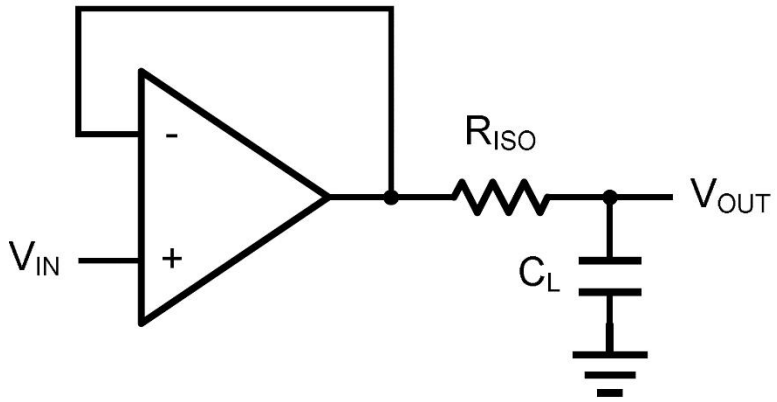
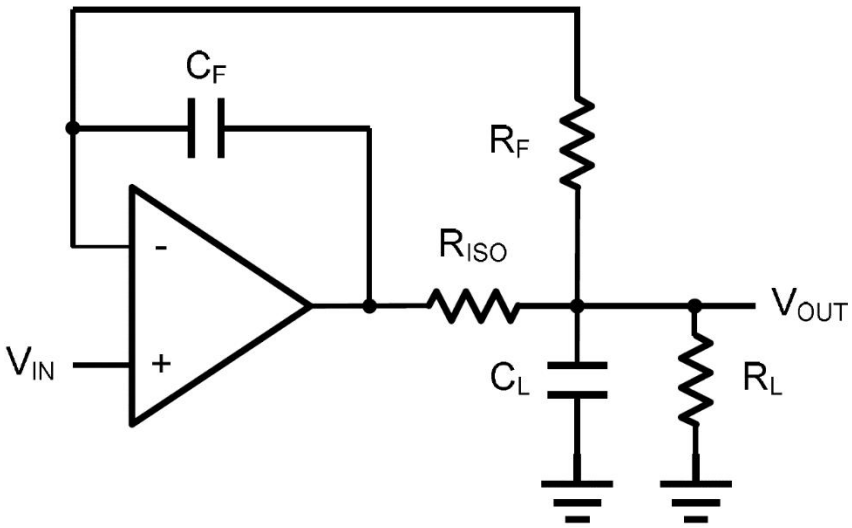

Figure 2. Indirectly Driving a Capacitive Load Using Isolation Resistor
Figure 3. Indirectly Driving a Capacitive Load with DC Accuracy
The CBMLM358 family is optimized for bandwidth and speed, not for driving capacitive loads. Output capacitance will create a pole in the amplifier's feedback path, leading to excessive peaking and potential oscillation. If dealing with load capacitance is a requirement of the application, the two strategies to consider are (1) using a small resistor in series with the amplifier's output and the load capacitance and (2) reducing the bandwidth of the amplifier's feedback loop by increasing the overall noise gain. Figure 2. shows a unity gain follower using the series resistor strategy. The resistor isolates the output from the capacitance and, more importantly, creates a zero in the feedback path that compensates for the pole created by the output capacitance.
The circuit in Figure 3 is an improvement to the one in Figure 2. R_F provides the DC accuracy by feed-forward the V_{IN} to R_L. C_F and R_{ISO} serve to counteract the loss of phase margin by feeding the high frequency component of the output signal back to the amplifier' s inverting input, thereby preserving the phase margin in the overall feedback loop. Capacitive drive can be increased by increasing the value of C_F. This in turn will slow down the pulse response.